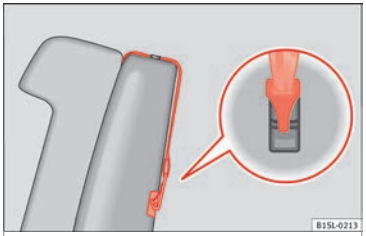

Fig. 22 Example of an upper retaining strap connected.
- Hook the upper retaining strap in the luggage compartment, to the corresponding retaining ring ››› **Fig. 22**.